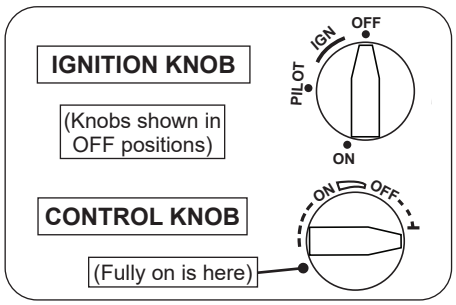

**Fig. 28-1** Ignition and control knobs
2. Locate the valve on the unit. Push in the ignition knob slightly and turn clockwise to **OFF** (see Fig. 28-1).
5. While still holding the knob in, turn the knob counterclockwise to **PILOT** until you hear a click (piezo igniter will activate and light pilot). Continue to hold the knob in for about one (1) minute after the pilot is lit. Release the knob and it will pop back out. The pilot will remain lit. See Fig. 28-1 and 28-2. If it goes out, repeat steps 2-5.
1. Ensure the pilot is burning. Turn the ignition knob counterclockwise to **ON** (see Fig. 28-1).
2. Turn the control knob counterclockwise to the fully **ON** position to ignite the burner (see Fig. 28-1). The valve will open and the burner will light.
**To shut down the main burner (pilot will remain lit),** turn the control knob clockwise to the fully **OFF** position (see Fig. 28-1).
**To shut down the burner and pilot (total shutdown),** turn the control knob clockwise to the fully **OFF** position, and push in the ignition knob slightly and turn clockwise to **OFF** (see Fig. 28-1).